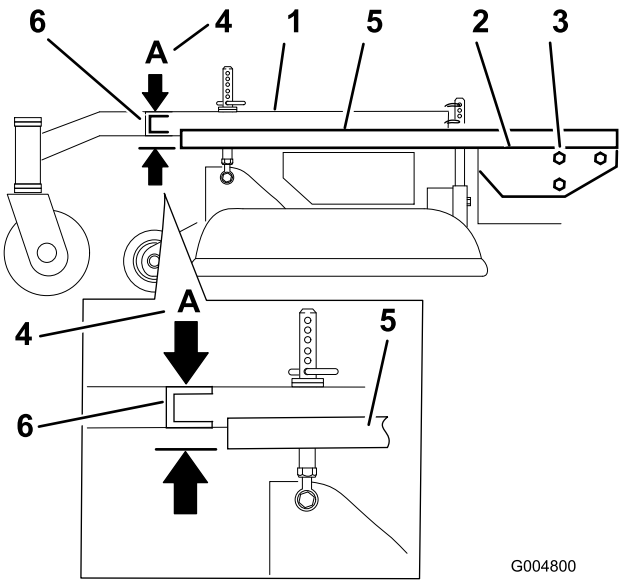

Figura 61
3. Coloque una regla larga en la parte superior de la plataforma del motor según se ilustra en la Figura 61.
4. En la ranura transversal del bastidor de tiro, mida la altura en la posición **A** (Figura 61). Debe ser de 33 mm (1–5/16 pulg.), con una tolerancia de más o menos 6 mm (1/4 pulg.).
6. Afloje los pernos de montaje del bastidor de tiro en los dos lados de la máquina (Figura 61).
7. Alinee el bastidor de tiro y la plataforma del motor para que tengan una altura de 33 mm (1–5/16 pulg.), con una tolerancia de más o menos 6 mm (1/4 pulg.) en la posición **A** (Figura 61).